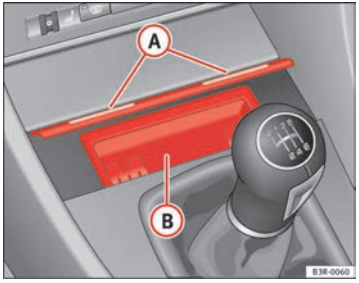

Fig. 124 Centre console: Open ashtray
– Lightly press the front part of the ashtray (A) ⇒ fig. 124.
– Take hold of the sides of the ashtray (B) ⇒ fig. 124 and lift it out. ▶